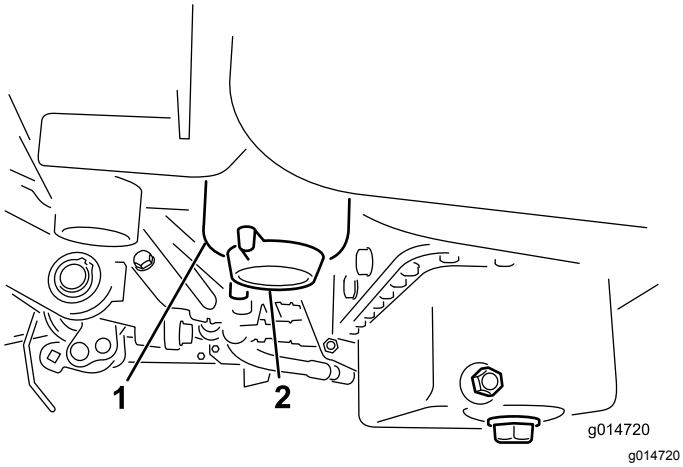

Figur 28
3. Öppna avtappningspluggen på bränslefiltret cirka ett varv och töm ut eventuellt ansamlat vatten (Figur 28).